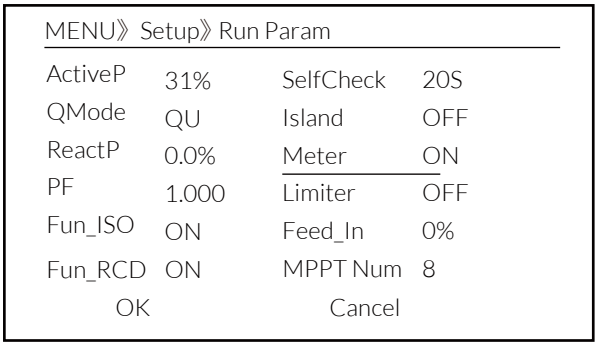

Figura 7.17 Função de Grid-zero por meio da interface de configuração do medidor
1. Pressione o botão Enter no painel LCD da interface principal para acessar as opções de menu, selecione [parameter setting] para entrar no submenu de configuração e, em seguida, selecione [run param]. insira a senha padrão 1234 pressionando o botão [para cima, para baixo, enter], entre na interface de configuração do parâmetro de operação, mostrada na figura 7.17.